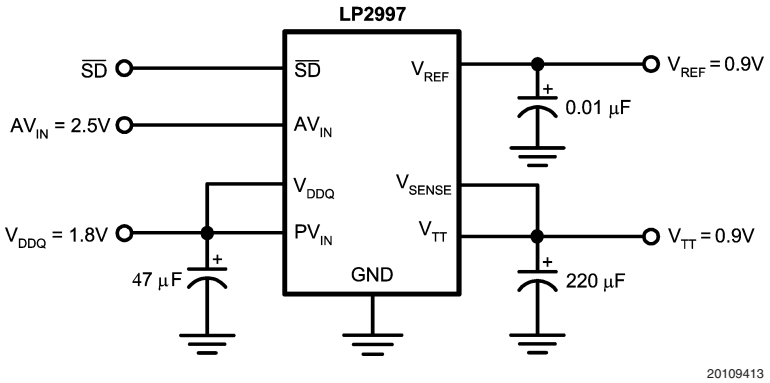

**FIGURE 2. Recommended DDR-II Termination**
*Figure 2* shows the recommended circuit configuration for DDR-II applications. The output stage is connected to the 1.8V rail and the AVIN pin can be connected to either a 2.5V, 3.3V or 5V rail.